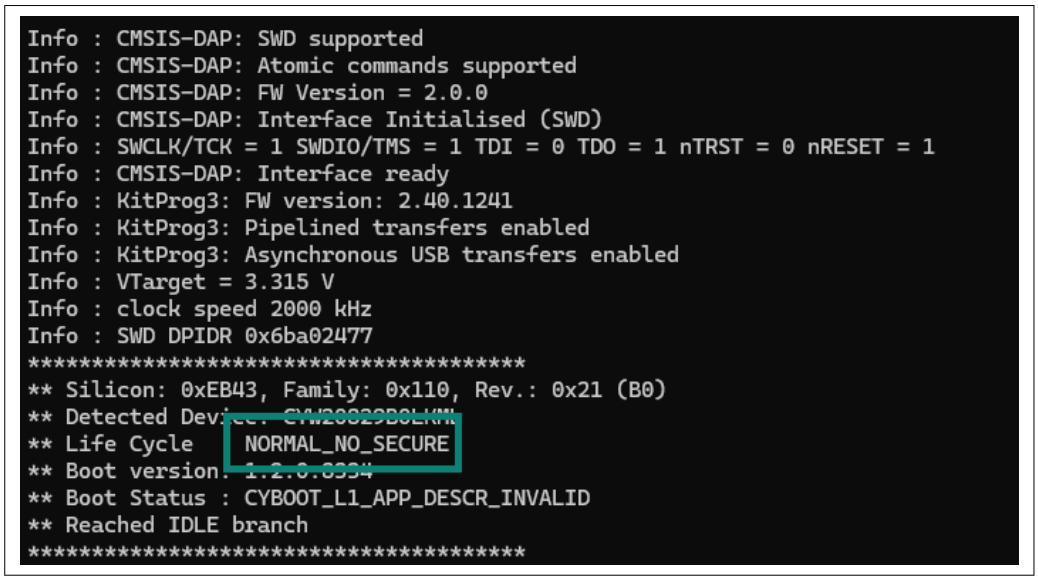

Figure 26 Provisioning the CYW20829 from Normal to Normal Non-Secure
a. Ensure the Current Life Cycle is NORMAL_NO_SECURE, as shown in Figure 26